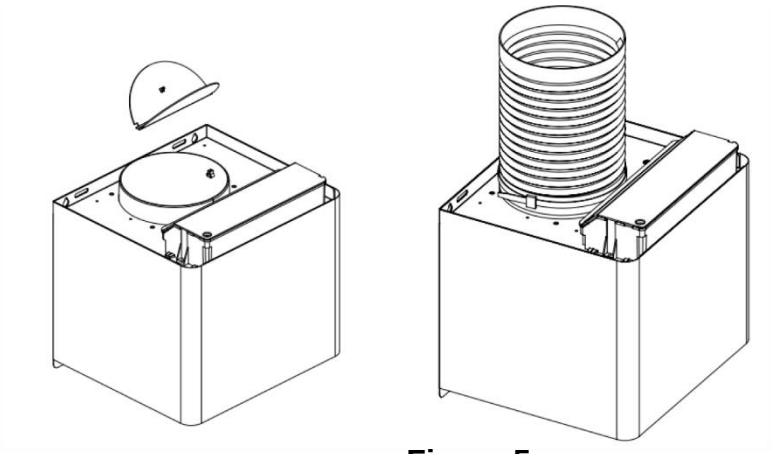

Figura 5
4. Instale la tapa en V y el tubo de expansión (no suministrado) en la salida y, a continuación, fije el tubo de expansión con una brida para cables. Consulte la figura 5. Nota: el tubo de expansión no está incluido con el producto.